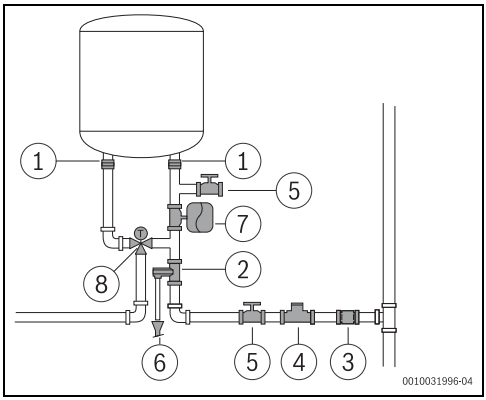

Fig. 11
- En caso de usar tubos PEX, instalar una regulación termostática (Fig. 11, [8]) en la tubería de salida del aparato. Ajustarla para cumplir con el rendimiento del material usado.
- ▶ No instalar nunca accesorios (diferentes a los que se muestran en la fig. 11) entre la válvula de seguridad y la entrada de agua fría (lado derecho) del aparato.
- ▶ Instalar un reductor de presión (fig. 11, [4]).
- ▶ Se recomienda instalar un vaso de expansión (fig. 11, [7]) para impedir que la válvula de seguridad se abra con tanta frecuencia. Normalmente, el volumen del vaso de expansión debería ser equivalente al 5 % del volumen del aparato.